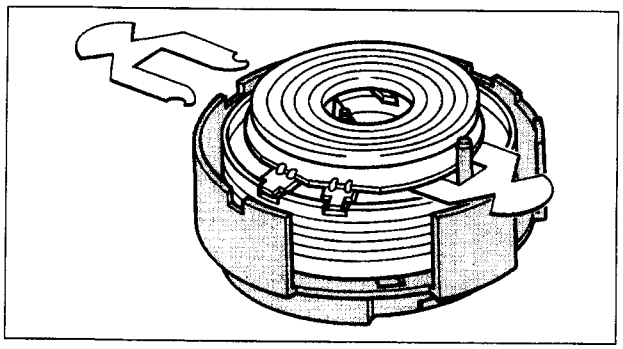

Abb. M6
• Die zwei Mylarfolien (jeder neuen Service-Kopfscheibe beigepackt) in die Kopfscheibe einsetzen (Abb. M6).